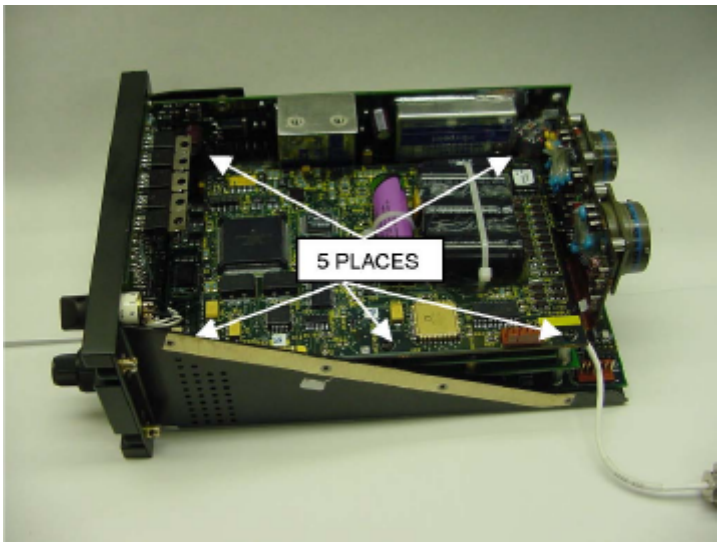

Figure 11
c. Reinstall five screws to secure the battery pc board (P/N 11340641) (Fig. 11).
Figure 11 shows the front panel re-installed as described in next paragraph.